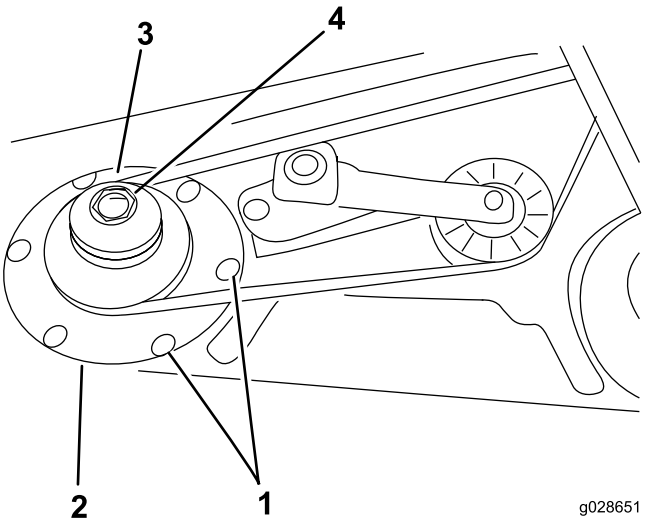

Figura 4
4. Togliete la cinghia dalla puleggia destra del mandrino (Figura 4).
5. Rimuovete i 6 bulloni a testa tonda e i 6 dadi flangiati che fissano il gruppo dell'alloggiamento del mandrino e l'anello di supporto all'elemento di taglio (Figura 4). Conservate la bulloneria.
9. Fate scorrere la nuova puleggia del mandrino doppia sull'albero del mandrino (Figura 4).